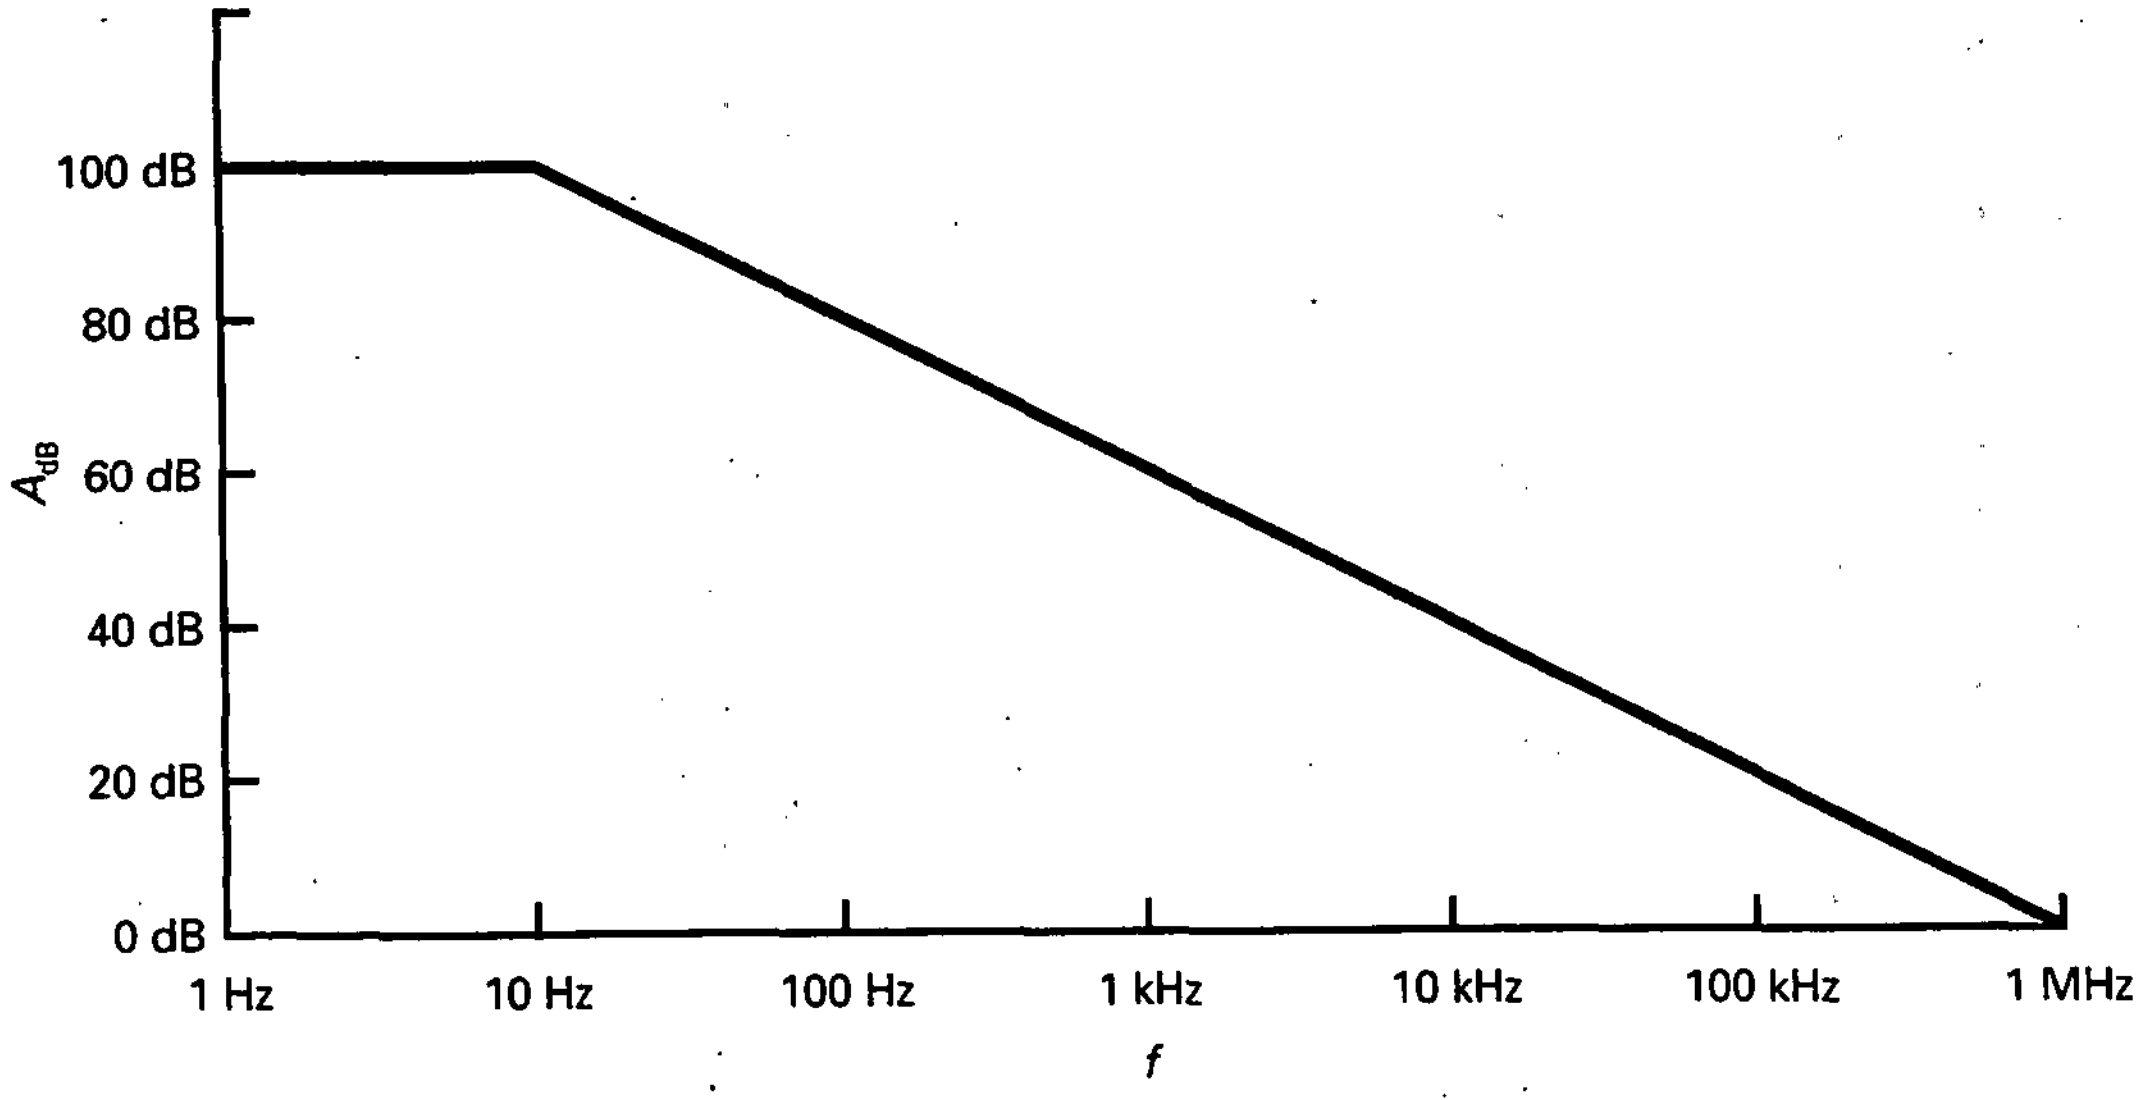

Figura 16-13. Diagrama asintótico de Bode de un amplificador de continua.
La Figura 16-13 representa el diagrama asintótico de Bode. Después de quebrarse a 10 Hz, la respuesta cae 20 dB por década hasta que es igual a 0 dB a 1 MHz. La ganancia de tensión en unidades naturales a esta frecuencia es la unidad (1). Las hojas de características suelen indicar la *frecuencia de ganancia unidad* (simbolizada como f_{unidad}) porque dice inmediatamente la frecuencia límite para la utilización del amplificador operacional. El dispositivo puede proporcionar ganancia de tensión hasta la frecuencia de ganancia unidad, pero no por encima de ella.